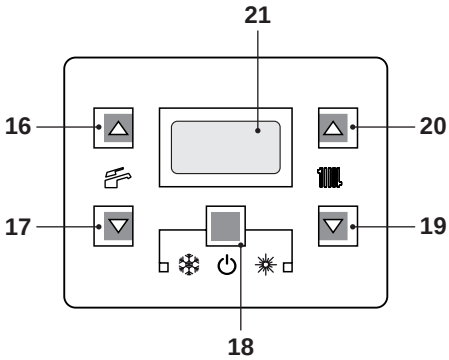
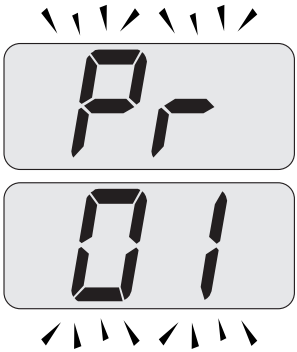
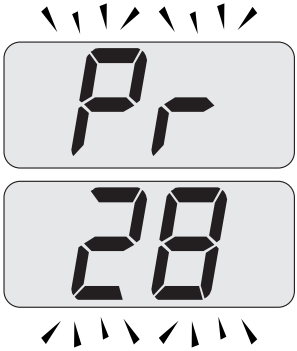
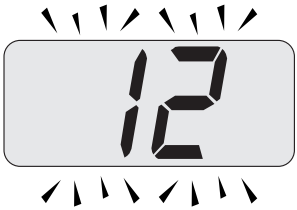

Figura 9.6
Figura 9.7
Figura 9.8
Figura 9.9
- Entrare in "modalità programmazione" premendo contemporaneamente per 10 secondi i tasti 18 - 19 - 20 (Figura 9.6) fino a far apparire sul display LCD le lettere **Pr** che si alternano con il codice **01**, indicanti l'entrata nel "parametro 01" (Figura 9.7).
- Scorrere i vari parametri utilizzando i tasti 19 o 20 fino a far apparire sul display LCD le lettere **Pr** che si alternano con il codice **28**, indicanti l'entrata nel "parametro 28" (Figura 9.8).
- Premere contemporaneamente i tasti 18 e 20 (Figura 9.6) fino a far apparire sul display LCD il valore del parametro 28 (es.**12** valore di default) (Figura 9.9).
- Premendo il tasto 18 (Figura 9.6) si ottiene la conferma del valore inserito.
- Premendo contemporaneamente i tasti 18 e 19 (Figura 9.6) si esce senza modificare il valore (ritorno alla lista parametri Figura 9.8).
- Premendo contemporaneamente per 10 secondi i tasti 18 - 19 - 20 (Figura 9.6) si esce dalla "modalità programmazione".